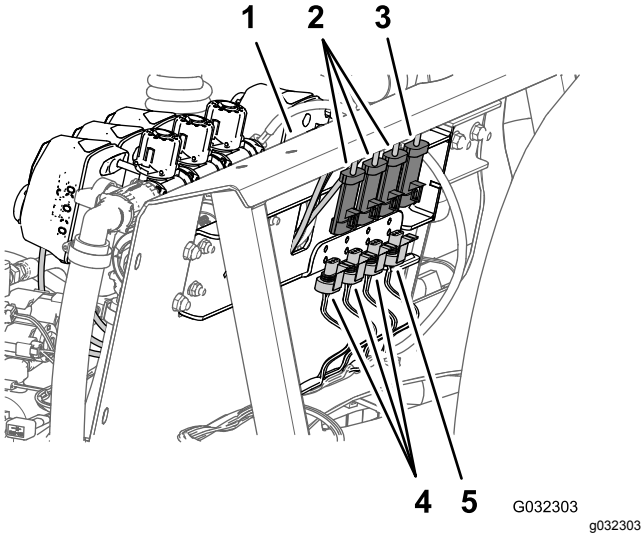

Figur 37
2. På baksidan av grenrörsfästet kopplar du loss kontakten med tre uttag från omrörningsventilen och kontakterna med tre uttag från de tre sprutrampssektionernas ventiler (Figur 37).